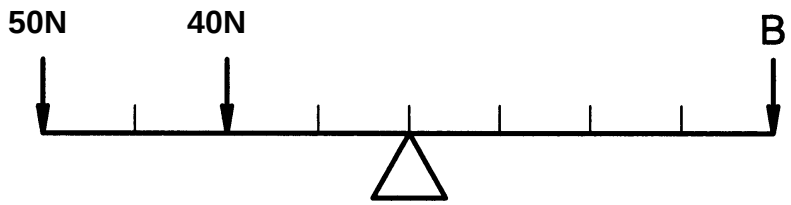

Fig. 2.6 **(30)**
2.6 Figure 2.6 shows a beam with two known forces and a pivot point in the centre of the beam. Calculate the force needed at **B** to balance the beam. Use the following formula to guide your calculation: